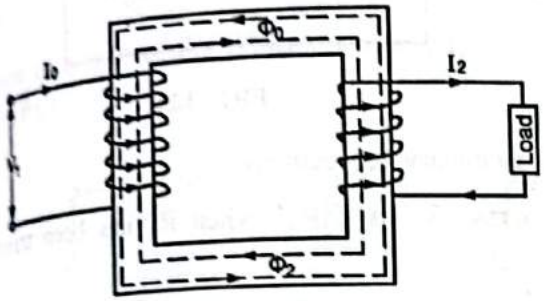

FIG. 3.20(b)
(2) When the transformer is loaded, a secondary current $I_2$ flows in the secondary winding as shown in Fig. 3.20(b). This secondary current produces an m.m.f. $N_2I_2$ which sets up flux $\phi_2$ in the core. The flux $\phi_2$ opposes the flux $\phi_0$ momentarily (Lenz's Law).
(3) Since $\phi_2$, opposes the flux $\phi_0$, therefore the resultant flux tends to decrease and causes the reduction of self induced e.m.f. $E_1$.